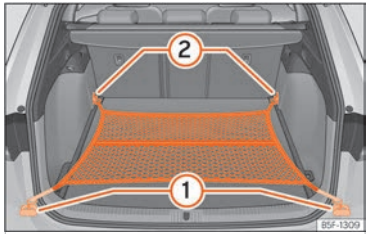

Fig. 190 Al maleter: bossa de xarxa enganxada arran de la base.
- Fixeu els ganxos de la bossa a les argolles d'amarratge ››› fig. 190 ① y ② ››› ⚠. La cremallera de la bossa ha de quedar cap amunt.